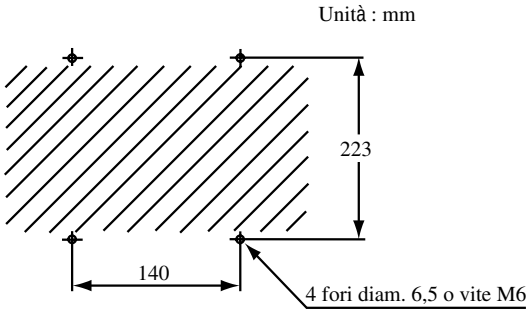

Figura 3.13 Fori di montaggio
(1) Praticare un foro nella parete come illustrato nella Figura 3.13.